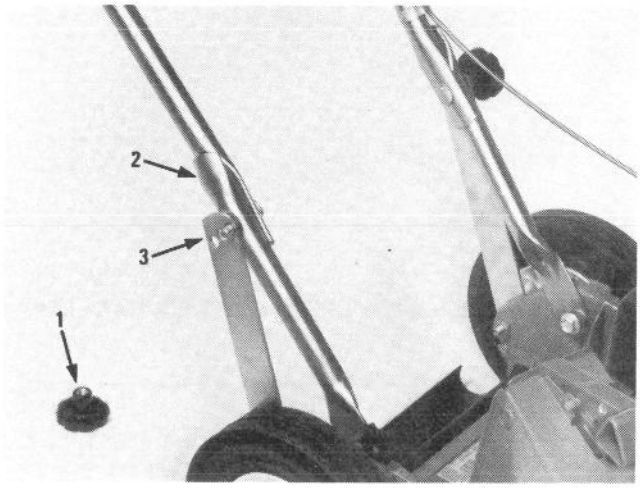

Figure 2
1. The handle is adjustable to three different height positions for operator comfort. Loosen one knob and remove other knob from opposite side of handle. Align threaded stud on side of handle with hole in handle latch (Fig 2), spring latch inward and allow latch to slip over stud.